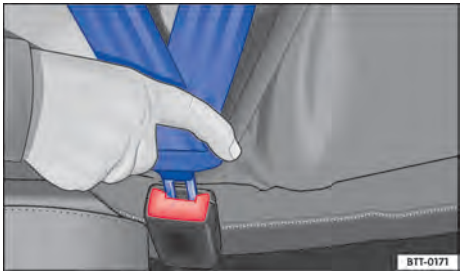

**Fig. 19** Insertar la lengüeta del cinturón de seguridad en su cierre.
4. Inserte bien la lengüeta del cinturón en el cierre del cinturón correspondiente a la plaza → fig. 19.